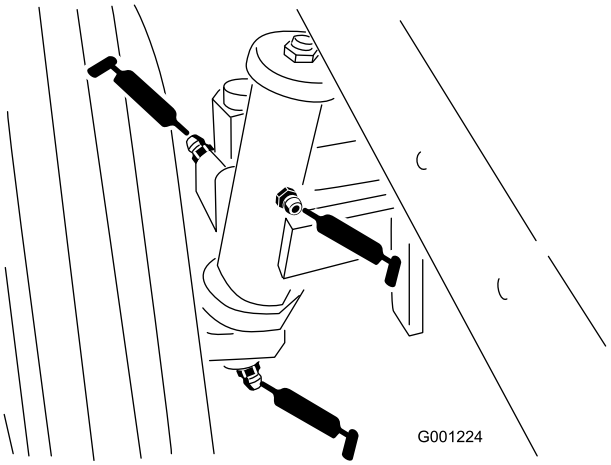

Figur 43
- Bakhjulets spindelhylser (Figur 43)